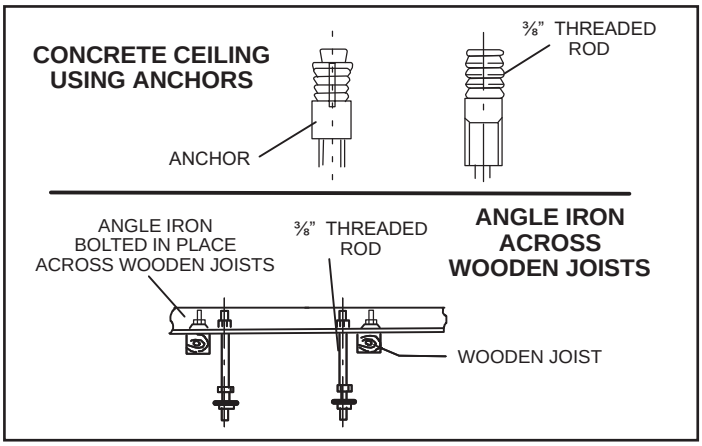

Figure 1. Suspending Methods
1. Make sure that the structural ceiling is able to support the weight of the mode selection box(es). It may be necessary to add extra support. If the structural ceiling is constructed of concrete, install anchors to accept four ⅜ inch threaded rods to suspend the mode selection box. If the structural ceiling includes wooden joists, use angle iron or a Unistrut channel fixed securely in place to accept the ⅜ inch threaded rods. See Figure 1.